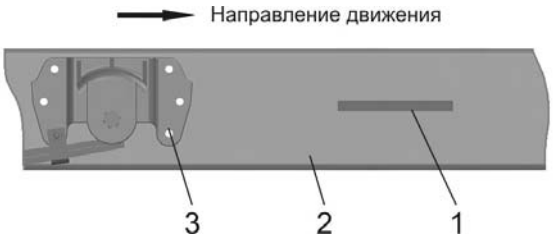

Рис. 1.2. **1 – место нанесения VIN автомобилей и автомобильных шасси с платформой; 2 – лонжерон рамы правый; 3 – передний кронштейн задней рессоры**
1.2. Идентификационный номер ТС (VIN) на автомобилях и автомобильных шасси с платформой наносится на правом лонжероне рамы перед передним кронштейном задней рессоры (рис. 1.2, поз. 1)